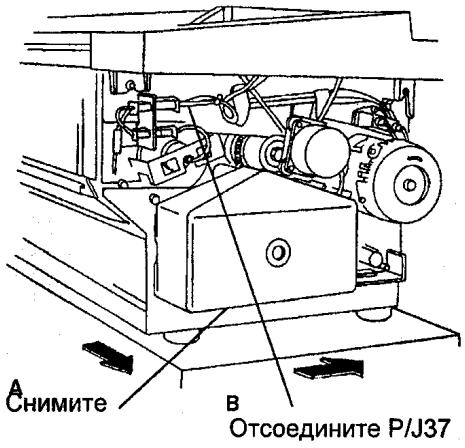

Рис. 2 Отсоединение электрического разъема с правой стороны
5. (РИС. 2): ОТСОЕДИНИТЕ ЭЛЕКТРИЧЕСКИЙ РАЗЪЕМ С ПРАВОЙ СТОРОНЫ.